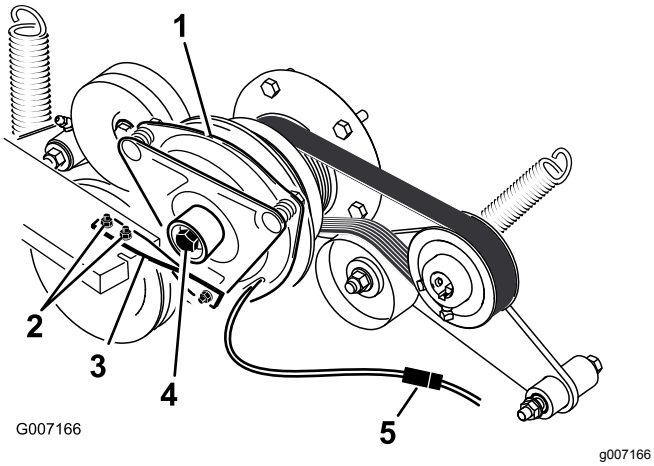

Figuur 82
6. Maak de stekker voor de elektrische aansluiting van de koppeling los (Figuur 82).
7. Verwijder de 2 bouten waarmee de rubberen band van de koppeling is bevestigd aan het frame van de maaier (Figuur 82).
8. Verwijder de middelste bout waarmee de koppeling is bevestigd aan de uitgaande as van de motor en verwijder de koppeling en de spie (Figuur 82).
15. Houd de krukas aan de achterkant van de machine vast terwijl u de middelste bout monteert. Zet deze vast met een torsie van 68 Nm (Figuur 82).
16. Monteer de rubberen band van de koppeling op het frame van de maaier met de 2 bouten en moeren die u eerder hebt verwijderd (Figuur 82).
18. Sluit de stekker voor de elektrische aansluiting van de koppeling aan (Figuur 82).